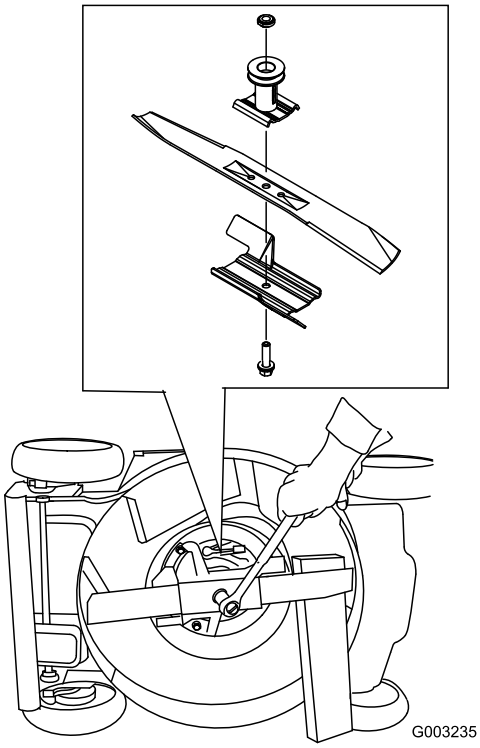

Figur 38
3. Bruk en treblokk til å holde kniven fast (Figur 38).